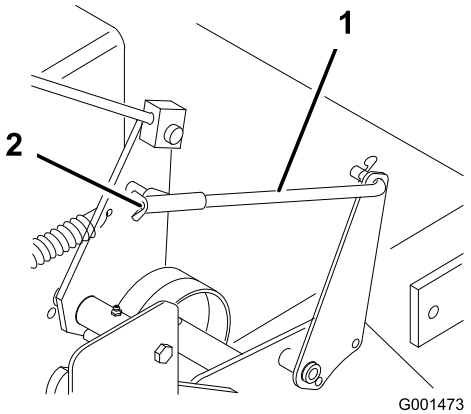

Figura 37
5. Para ajustar el freno, gire las tuercas de orejeta de las varillas de freno (Figura 37). Gire las tuercas de orejeta en el sentido de las agujas del reloj para apretar el freno; gírelas en el sentido contrario a las agujas del reloj para aflojar el freno.